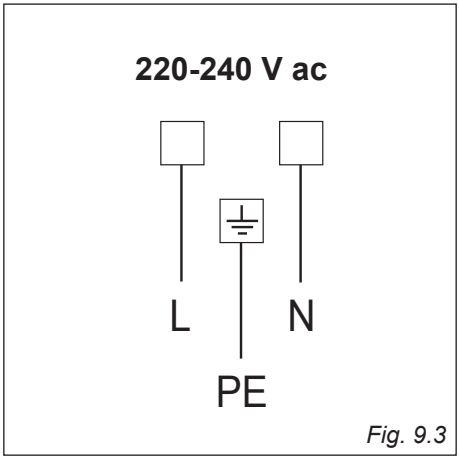

Fig. 9.3
- Connect the phase, neutral and earth cables to the terminal block according to the diagram in figure 9.3.